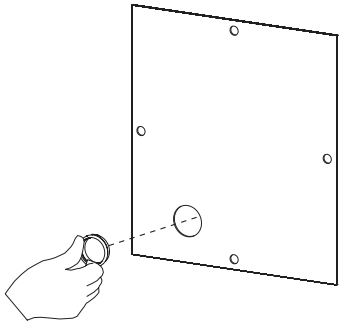

Figure 11
3. Install a plastic bushing into the electrical access panel. **See Figure 11.**
5. Re-install the junction box into the lower left corner of the firebox cavity using the screws removed in step 2. **See Figure 11.**